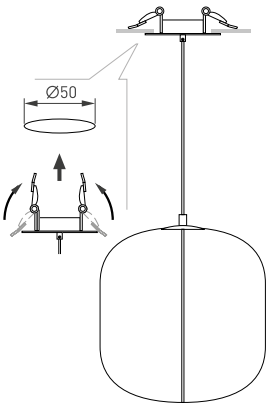

Рис. 2. Установка и подключение светильника с встраиваемой чашей
3.2. Установка и подключение светильника со встраиваемой чашей (рис. 2):